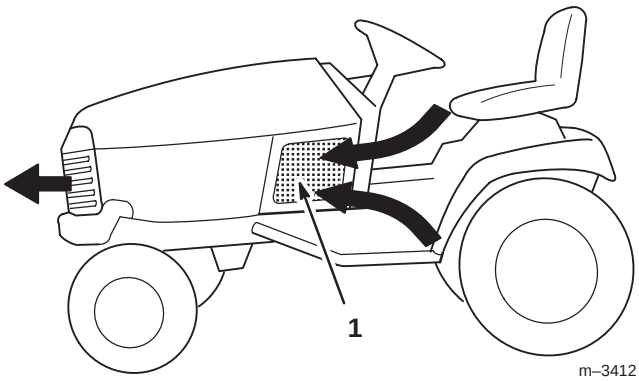

Bild 9
2. Kontrollieren Sie auf Schmutz an den (3) Luftansauggittern (Bild 9). Wischen Sie, je nach Bedarf, alle Schmutzrückstände vor jedem Einsatz oder während des Einsatzes ab.